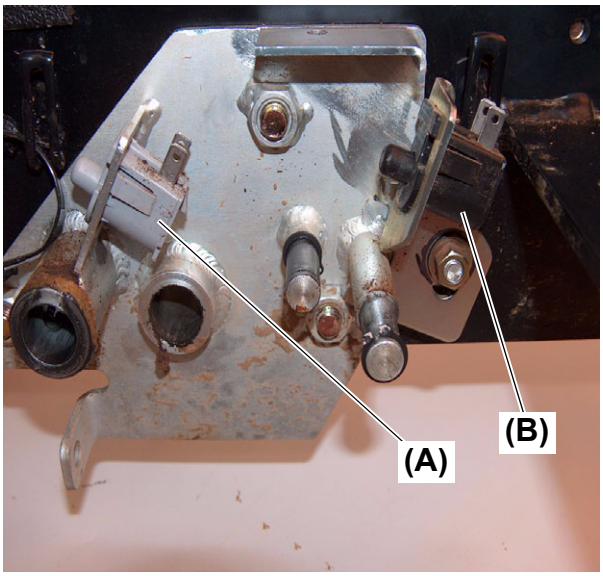

Fig. 9
13.Remove the reverse switch (gray) **(Fig. 9, (A))**, from the pedal fulcrum.
14.Remove the neutral switch (black) **(Fig. 9, (B))**, from the switch bracket.